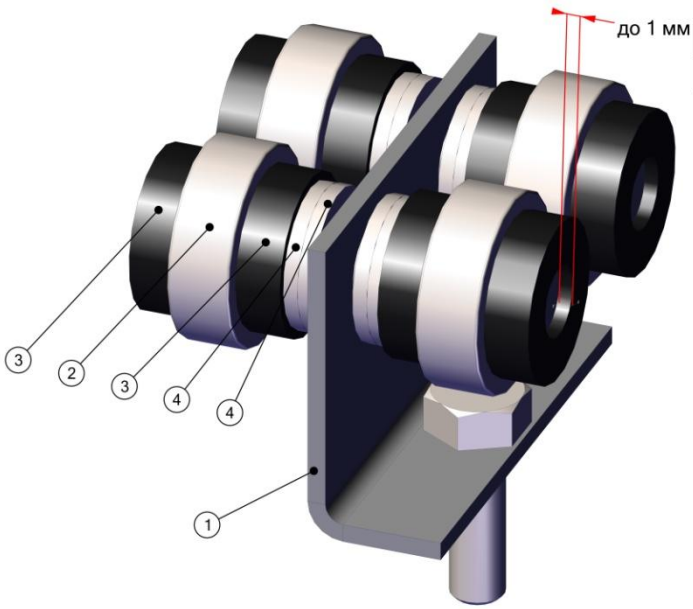

Рис.7. Каретка в сборе
**В сборе, крайняя пластиковая шайба должна выступать за торец оси до 1 мм (рис.7).Количество шайб М8 варьируется и зависит от зазора пластиковой шайбы. Суммарный размер всех элементов на оси, не должен превышать внутреннюю ширину направляющей.*